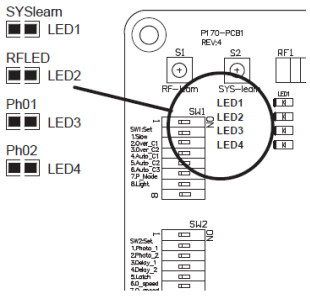

Figura 34
4.3. Indicación del leds Figura 34